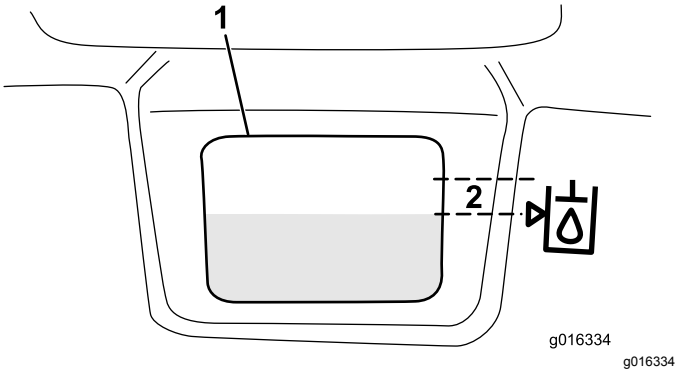

Figur 33
3. Fyld langsomt beholderen med den korrekte hydraulikvæske, til niveauet er ved, eller inden for 6 mm af pilen i symbolet ved siden af det hvide vindue forrest på beholderen (Figur 33). Fyld ikke for meget på.